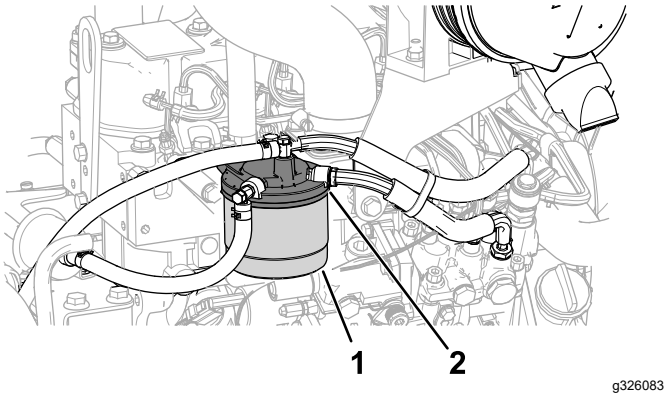

**Figuur 60**
1. Maak de omgeving van de kop van het brandstoffilter schoon (Figuur 60).
2. Verwijder het filter en reinig het filterkopplaatsingsoppervlak (Figuur 60).